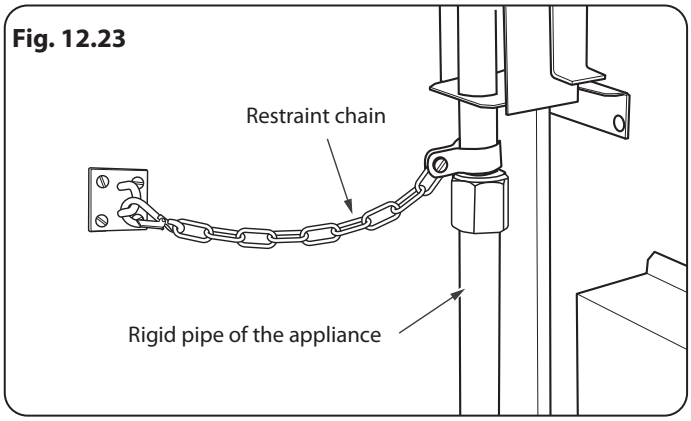

Fig. 12.23
2. When fitting the restraint chain it should be kept as short as is practicable and fixed firmly to the rigid pipe at the top, right-hand, rear of the range, when viewed from the front (**Fig. 12.23**).